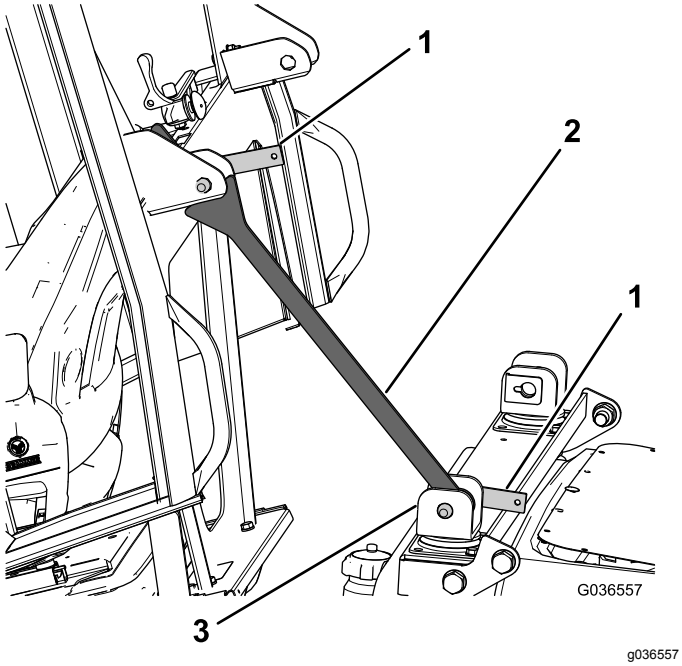

Bild 22
C. Wenn die Sicherheitsstützhalterung fest sitzt, muss die Querstrebenhalterung in Richtung Kabine gedreht werden, dass sie an der Halterung hinten an der Kabine anliegt (Bild 22).
D. Stecken Sie den anderen Sperrhebel durch die obere Halterung, um sicherzustellen, dass die Sicherheitshalterung an Ort und Stelle bleibt (Bild 22).